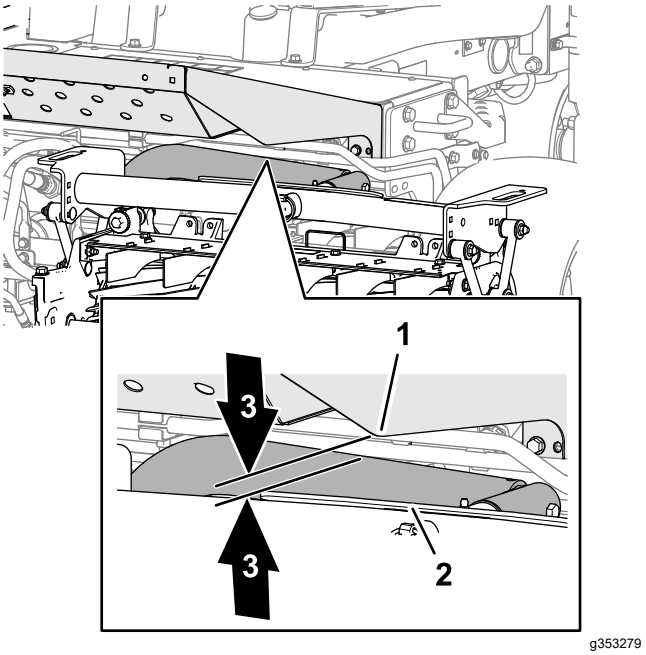

Figur 26
3. Mål afstanden mellem den venstre løftearm og gulvpladebeslaget på de forreste klippeenheder (Figur 26). Gør det samme for den højre løftearm og gulvpladebeslaget.